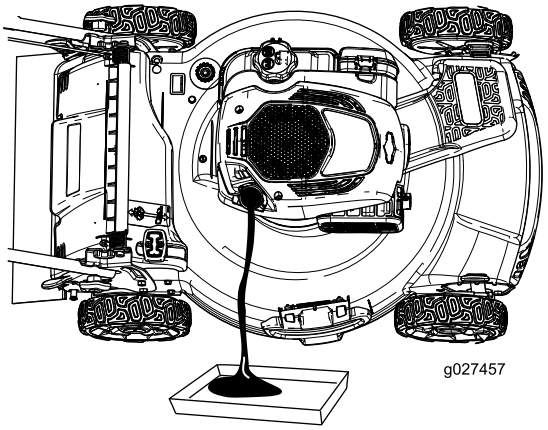

Rysunek 33
7. Przechyl maszynę na bok, z szyjką wlewu oleju skierowaną do dołu, aby spuścić zużyty olej przez szyjkę wlewu do miski drenażowej (Rysunek 33).